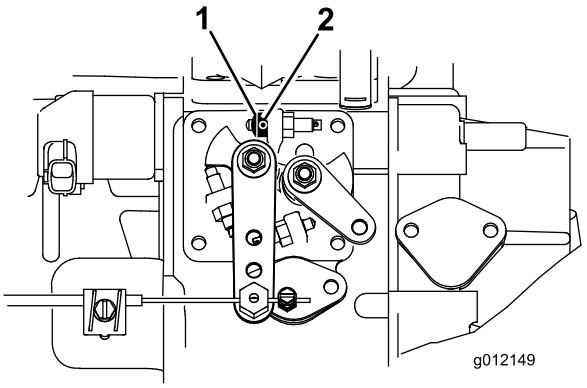

Figur 6
1. Lossa strypklackens ställskruv (Figur 6).
2. Skjut strypklacken över stoppskruven för hög tomgång (Figur 6). Strypklackens fasade ände ska vändas utåt.